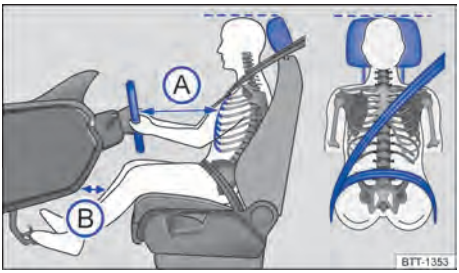

Fig. 23 Distância correta do condutor em relação ao volante, posição correta do cadarço do cinto de segurança e ajuste correto do apoio para cabeça.
– Ajustar o banco de modo que a distância entre o volante e o tórax tenha no mínimo 25 cm → Fig. 23 Ⓐ e que o condutor possa segurar o volante pela borda externa com as duas mãos e os braços ligeiramente flexionados.
– Ajustar o banco do condutor na direção longitudinal de modo que os pedais possam ser acionados com as pernas ligeiramente arqueadas e a distância para o painel de instrumentos na área do joelho seja de, no mínimo, 10 cm → Fig. 23 Ⓑ.
– Ajustar o apoio para cabeça de modo que a sua borda superior se encontre preferencialmente na mesma linha da parte superior da cabeça → Fig. 23 – porém não abaixo da altura dos olhos. Posicionar a parte posterior da cabeça o mais perto possível do apoio para cabeça.